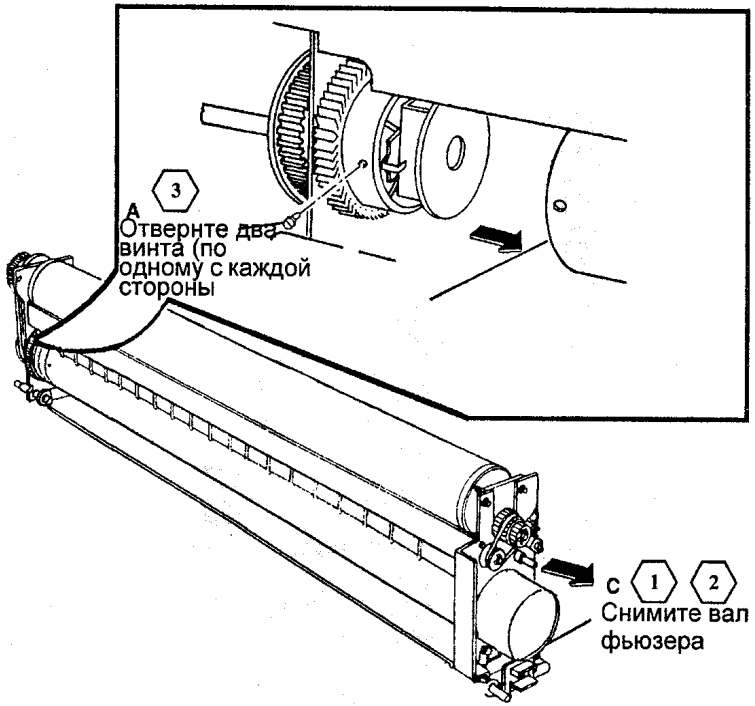

Рис. 1 Снятие вала фьюзера
6. (РИС. 1): СНИМИТЕ ВАЛ ФЬЮЗЕРА.
ШАГ 6C (РИС. 1): При установке нового вала фьюзера или при установке вала фьюзера, снятого в этой процедуре, соблюдайте осторожность, чтобы не повредить его при вводе через боковую раму ксерографического модуля.